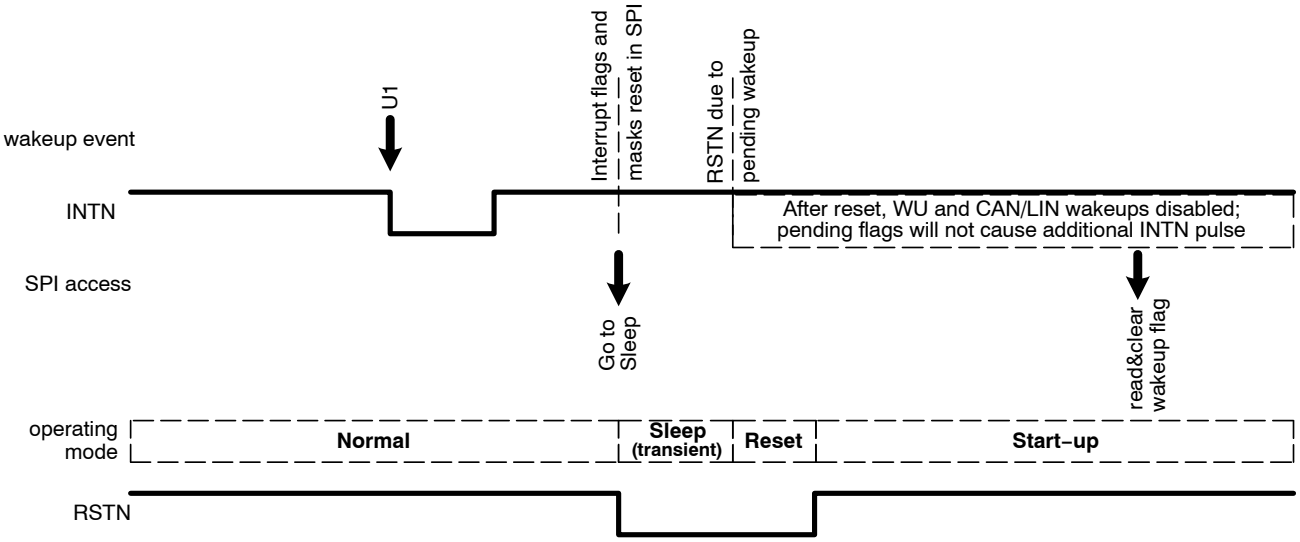

Figure 19. Attempted Transition to Sleep Mode with a Pending Wakeup Flag
- If Sleep mode is requested while a wakeup flag is pending, the chip immediately performs a “wakeup from Sleep” mode sequence − see Figure 19. In this way, the information on the pending wakeup is not missed by the application.